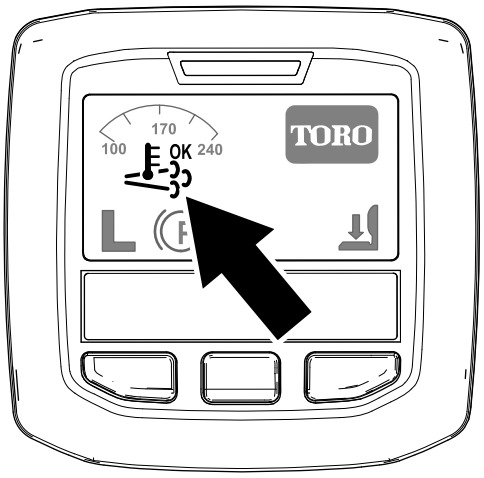

Figur 25
- Ikonet for hjelp-/tilbakestill-regenerering vises i InfoCenter (Figur 25).